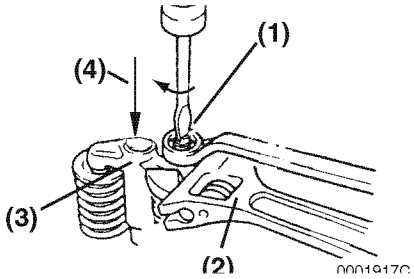
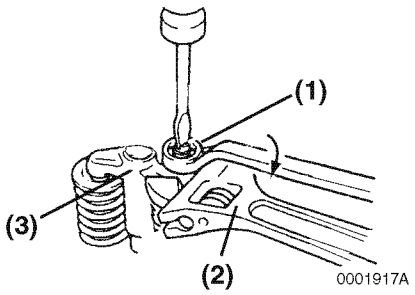
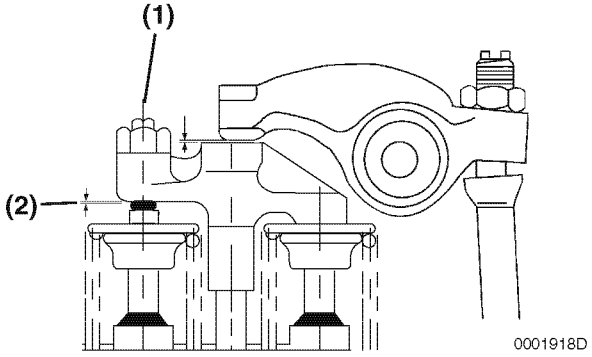

Figure 6-82
Figure 6-83
Figure 6-84
5. To assure the valve bridge contacts the rear valve, apply light, downward **(Figure 6-82, (4))** finger pressure on the valve bridge **(Figure 6-82, (3)**, and loosen the valve bridge adjusting screw **(Figure 6-82, (1))**, until there is visible clearance **(Figure 6-84, (2))** between the adjusting screw and the front valve.
6. To assure the valve bridge has equal contact with the front and rear valves, apply light downward **(Figure 6-82, (4))** pressure on the valve bridge **(Figure 6-82, (3)**, adjust the valve bridge adjusting screw **((Figure 6-82, (1))**, **(Figure 6-84, (1)))** so there is zero "0" clearance **(Figure 6-84, (2))** between the adjusting screw and the front valve.
7. Tighten the lock nut **(Figure 6-83, (1))**, while holding the valve bridge **(Figure 6-83, (3))** with a wrench **(Figure 6-83, (2))**. Verify that the valve clearance **(Figure 6-84, (2)** is zero "0".